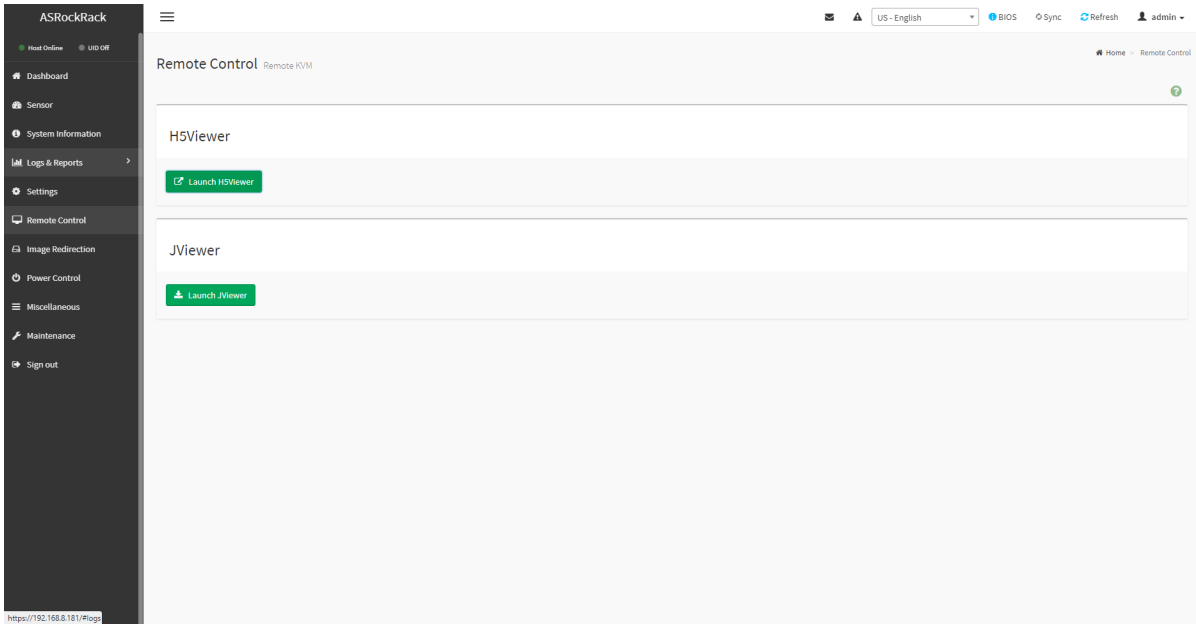

Рис. 118. Окно «Remote Control»
2) Пройдите во вкладку «Remote Control» в данной вкладке предоставляется две полезные службы удаленного управления с именами «H5Viewer» и «JViewer», которые позволяют пользователям удаленно управлять сервером через службу KVM, работающую либо в веб-интерфейсе HTML5, либо в интерфейсе Java Runtime Environment (JRE). Окно показано на рис. 118 Окно «Remote Control»